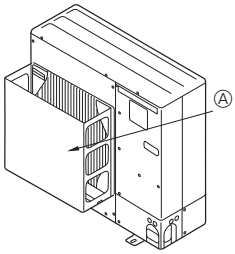

Fig. 2-4
② Installieren Sie eine als Sonderzubehör erhältliche Luftauslaßführung, wenn die Anlage an einem Aufstellort installiert ist, an dem die Gefahr besteht, daß starker Wind direkt in die Luftaustrittsöffnung bläst. (Fig. 2-4)